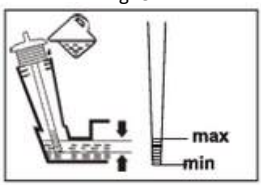

Fig. 9
4. The oil level must be between the "max" and "min" marks. Add more oil if necessary. Do not overfill the reservoir (Fig. 9).
6. Wipe up any spilled oil with a soft cloth and reinstall the oil filler cap (22).